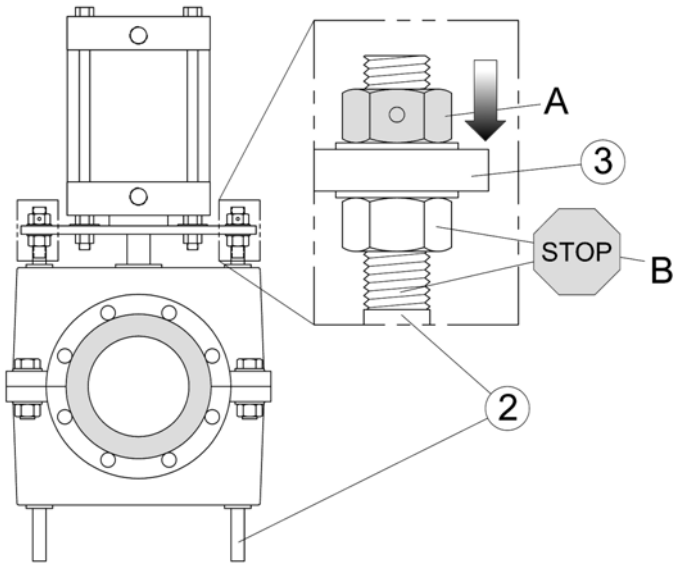

Figure 6: Turn the A-nuts against the fastening plate.
STEP 6: Actuate the RF Valve® open and then turn the A-nuts against the fastening plate ③ (Fig. 6). DO NOT allow the B-nuts to turn along the pull bar ② during this step!